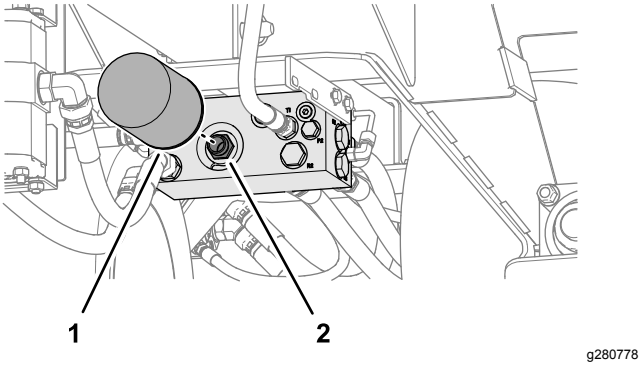

Figur 36
2. Rengjør området rundt filteret og den hydrauliske manifolden, plasser et tappefat under filteret og fjern filteret (Figur 36).
4. Rengjør filterfesteområdet på hydraulikkmanifolden (Figur 36).